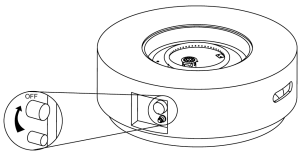

Figuur 2
3. Controleer of de bedieningsknop voor het gastoevoersysteem in de "OFF"-positie is gedraaid voordat u met de montage begint (zie Figuur 2).